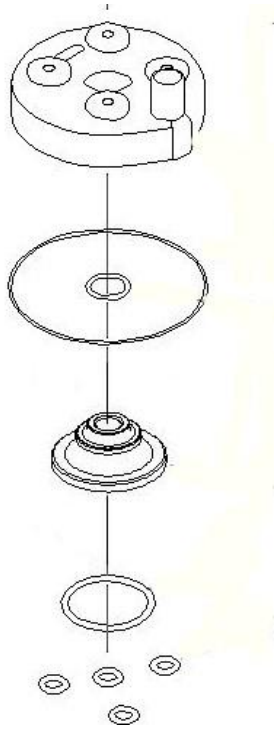

Figure 29
16. Install O-RINGs as shown in figure 29.